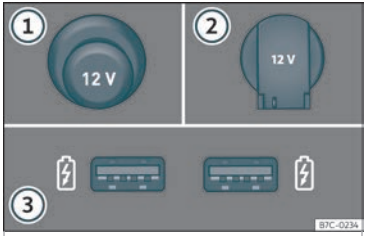

Fig. 121 Tomas de corrente de 12 voltios do vehículo.
Tomas de corrente de 12 voltios ››› **fig. 121**:
- Extraia o tapón situado na consola central da toma de corrente ››› **fig. 121** ①.
- Levante a tapa da toma de corrente ››› **fig. 121** ②.
Estas entradas USB atópanse na parte posterior da consola, entre os asentos anteriores ››› **fig. 121** ③. Estes conectores poden funcionar a unha potencia máxima de ata 10,5 W por porto.